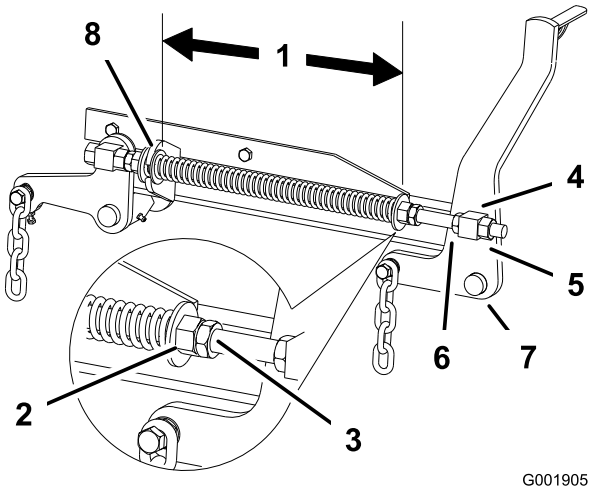

Figur 78
2. Kontroller avstanden mellom de to store skivene, den må være 29,2 cm (Figur 78).
3. Juster denne avstanden ved å løsne låsemutteren for fjæren og mutteren foran hver fjær (Figur 78). Fjæren blir kortere hvis du vrir mutteren med klokken, og kortere hvis du vrir den mot klokken.
4. Lås mutteren i stilling ved å trekke til fjærens låsemutter (Figur 78).